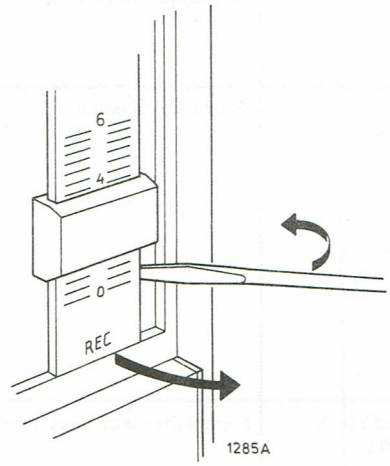

Fig. 2
INSTRUCTIONS POUR LA REPARATION (voir fig. 2, 4, 20 et 21)
- Remplacement des indicateurs à glissières 160 (fig. 2)